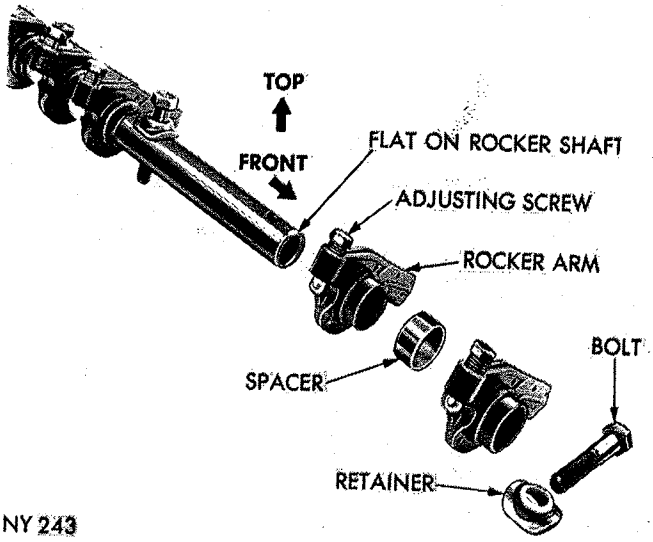

*Fig. 11—Rocker Shaft Assembly*
(5) Install rocker arms and shaft assembly with "FLAT" on end of rocker shaft "ON TOP" and pointing toward front of engine, as shown in Figure 11 to provide proper lubrication to rocker assemblies. **Install rocker shaft retainers between rocker arms so they seat on rocker shaft and not on extended bushing of rocker arm.** Be sure to install long retainer in center position only. Install rocker shaft bolts (long bolt at rear of engine) and tighten to 25 foot-pounds.
(6) Loosen the 3 bolts holding intake manifold to exhaust manifold. This is required to maintain proper alignment.
(7) Install intake and exhaust manifold and carburetor assembly to the cylinder head with cup side of the conical washers against manifolds. Tighten nuts to 10 foot-pounds.
(8) Tighten 3 bolts holding intake manifold to exhaust manifold to 15 foot-pounds.
(1) Rocker arms and shaft assembly must be installed, as shown in Figure 11. The flat on the end of rocker shaft must be on top and point toward front of engine. This is necessary to provide proper lubrication to rocker assemblies.
(2) Install rocker shaft retainers between rocker arms so they seat on rocker shaft and not on the extended bushing of rocker arm.